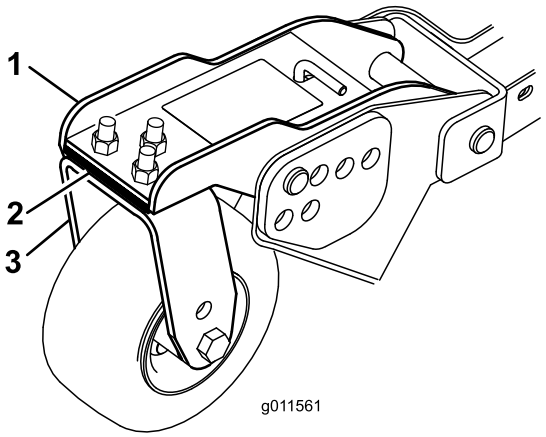

図 27
3. 刈高がステッカー と合わない場合には、シム 3mm を前キャスタアームに取り付けて調整する図 27 。